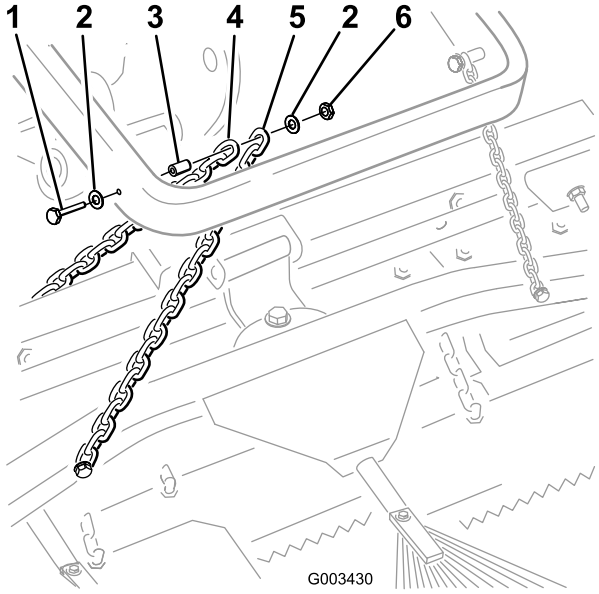

Figura 7
B. Fije cada cadena al lateral del brazo de elevación con un perno (3/8 x 2-1/2 pulg.), 2 arandelas (3/8 x 7/8 pulg.), un espaciador, y una tuerca con arandela prensada (3/8 pulgada), según se muestra en Figura 7.